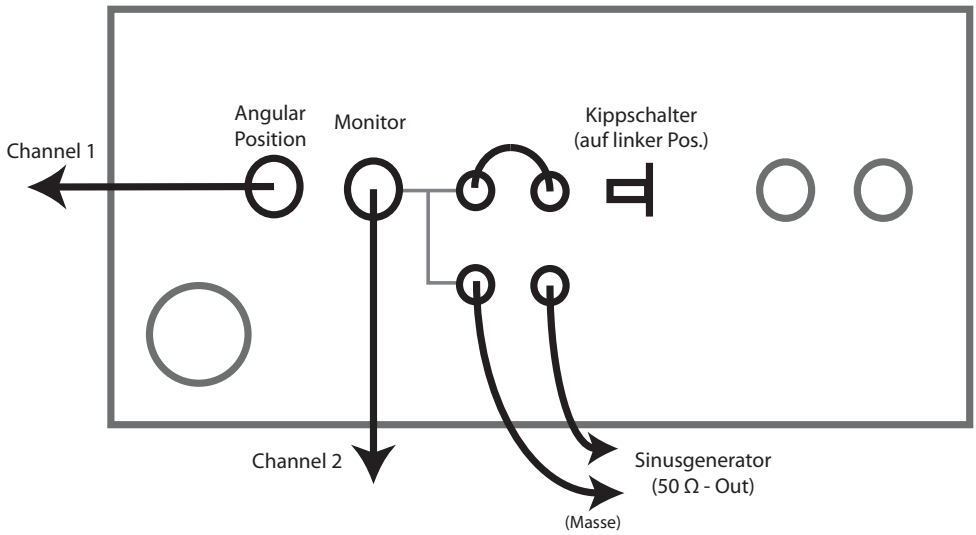

Abbildung 2.14.4.: Verschaltung mit dem Sinusgenerator.
28. Schließen Sie den Sinusgenerator nach Abbildung 2.14.4 an, indem Sie `Angular Position` mit `CH1` und das Spulenpaar mit dem Ausgang des Sinusgenerators verbinden. Schalten Sie ggf. den `Velocity Readout` Kippschalter auf die linke Position, um das System über das Spulenpaar treiben zu können.